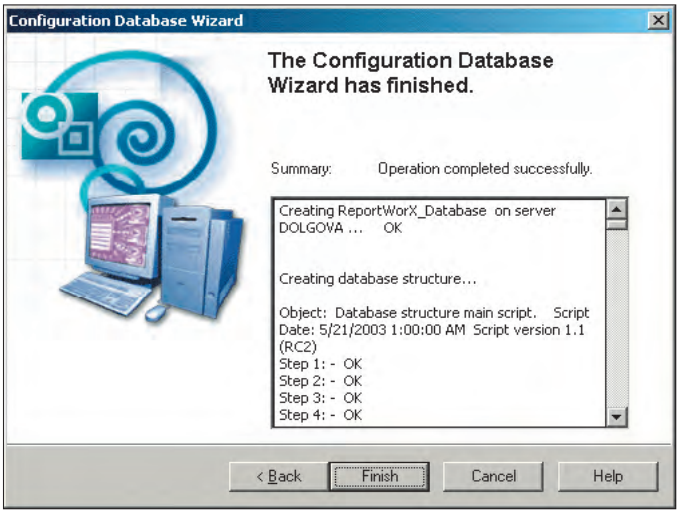

Рис. 5. Успешное завершение операции создания новой конфигурационной базы данных
6. Нажмите кнопку **Next**. На экран будет выведено окно, содержащее отчёт о результатах выполнения операций (рис. 5). Нажмите кнопку **Finish** для завершения формирования новой базы данных.